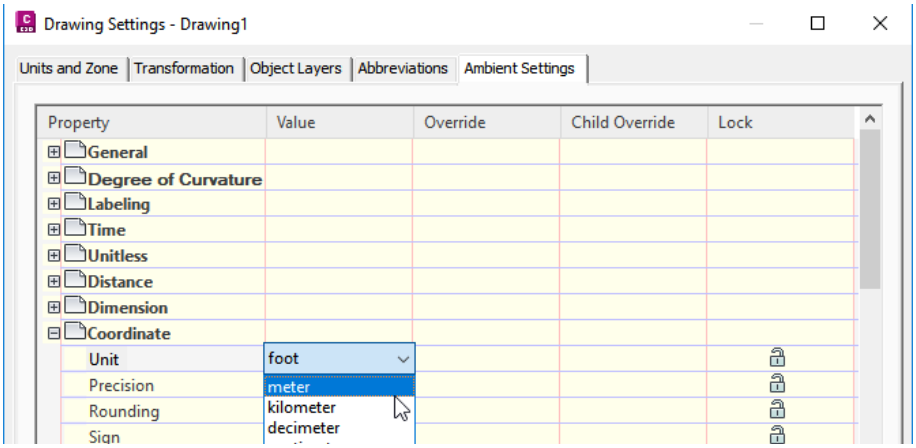

Figure 3-74 *Selecting the* ***meter*** *option for the* ***Unit*** *cell from the drop-down list*
4. Next, choose the **Ambient Settings** tab. Expand the **Coordinate** node and click on the cell in the **Value** column corresponding to the **Unit** property; a drop-down list is displayed. Select the **meter** option from the drop-down list, as shown in Figure 3-74.